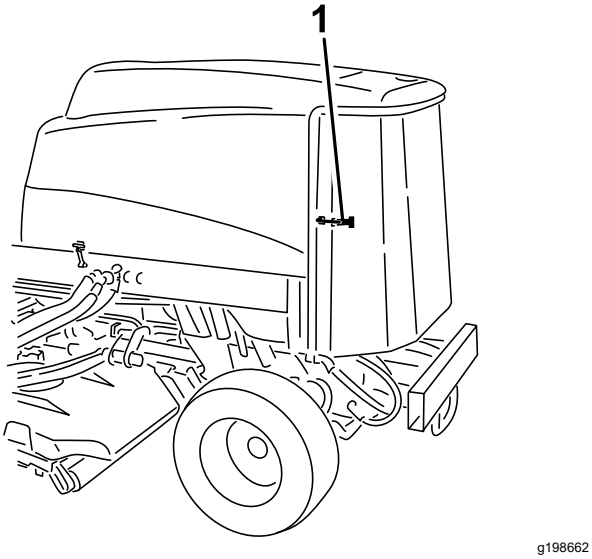

Figuur 117
3. Ontgrendel en draai het achterscherm open (Figuur 117).